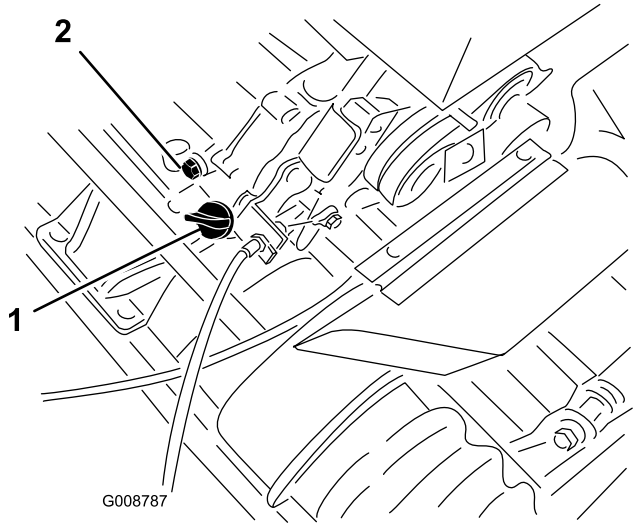

Figur 19
1. Placera klipparen så att motorn står plant och gör rent runt oljestickan (Figur 19).
2. Ställ en avtappningsskål under avtappningspluggen baktill på maskinen (Figur 19).